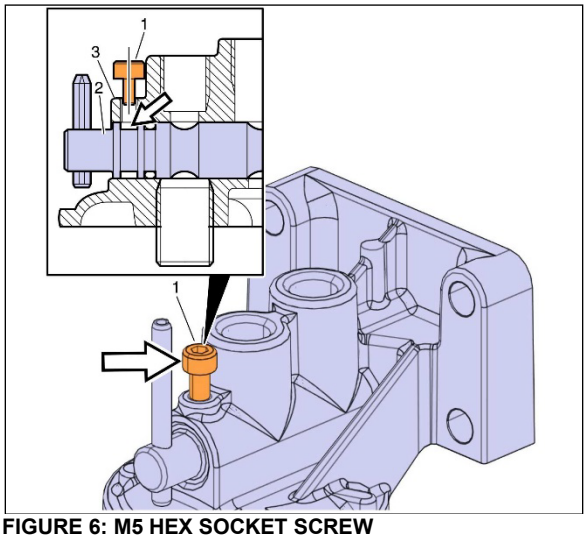

**FIGURE 6: M5 HEX SOCKET SCREW**
6. Loosen the M5 hex socket screw (1) in the coolant filter housing (3) until it clears the groove in the spindle (2) (Figure 6).